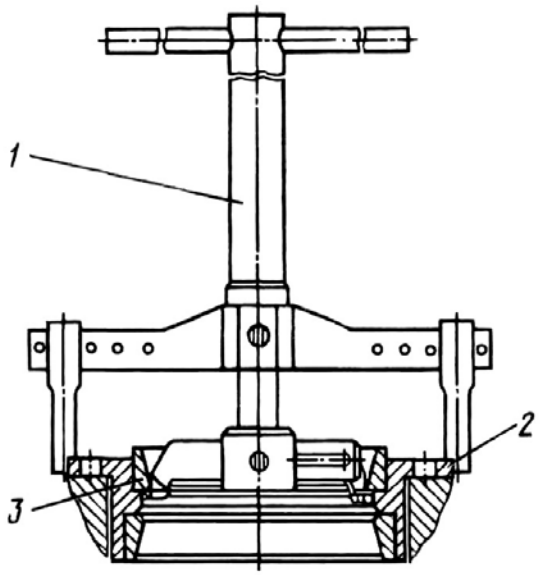

Рис.29. Выпрессовка наружных колец подшипников:
19. Выпрессуйте с помощью съемника (рис.29) из картера 43 (см. рис.28) подшипников наружную обойму роликового конического подшипника 45.